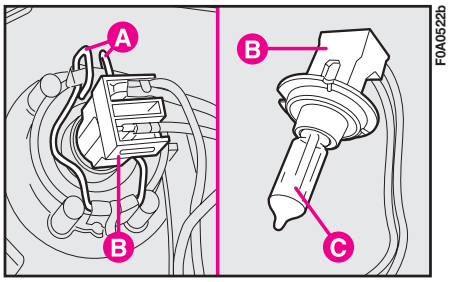

fig. 20
**2)** Release clip **A-fig. 20**, remove connector **B** and remove the bulb **C**.